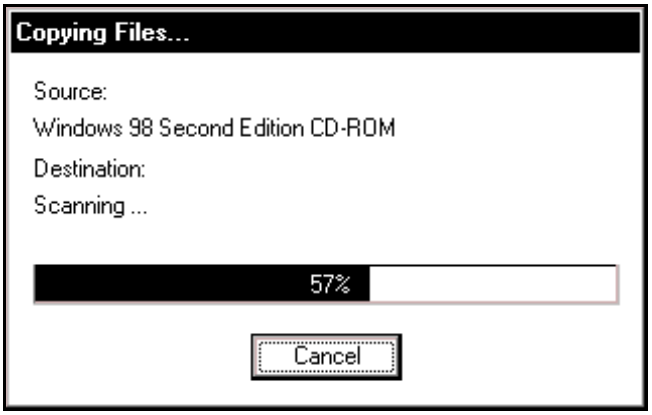

Figure 10. Windows 98 SE
7. **Windows 98 SE**: The system will begin copying files (Figure 10).